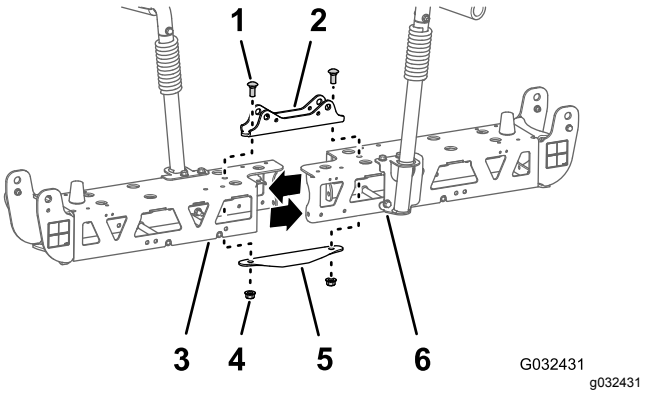

Figur 51
2. Fjern de to låseboltene (1/2 x 1-1/4 tomme) og to låsemutterne (1/2 tomme) som fester det smale sylinderfestet, venstre og høyre støtterammer og den smale festeplaten (Figur 51).